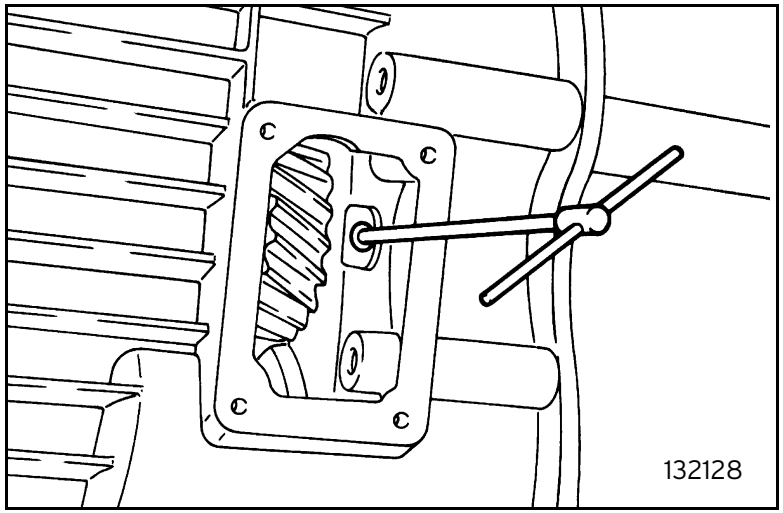

Fig. 53
- fix the pressure screws (figure 53);